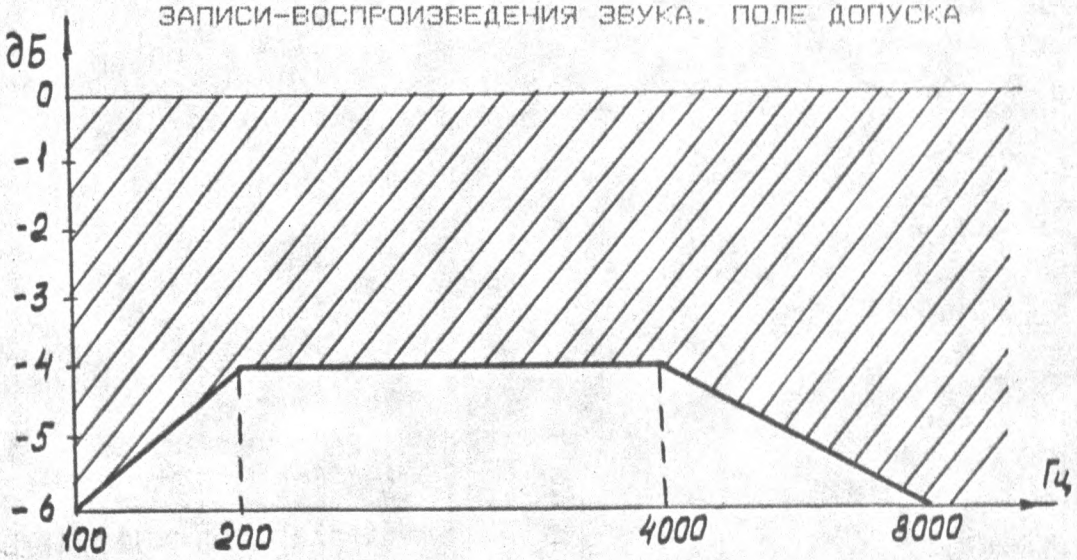

РИС.7.23
7.3.26.3. ПО РЕЗУЛЬТАТАМ ИЗМЕРЕНИЙ ПОСТРОЙТЕ АМПЛИТУДНО-ЧАСТОТНУЮ ХАРАКТЕРИСТИКУ, КОТОРАЯ ДОЛЖНА УКЛАДЫВАТЬСЯ В ПОЛЕ ДОПУСКА, ПРИВЕДЕННОЕ НА РИС.7.23.